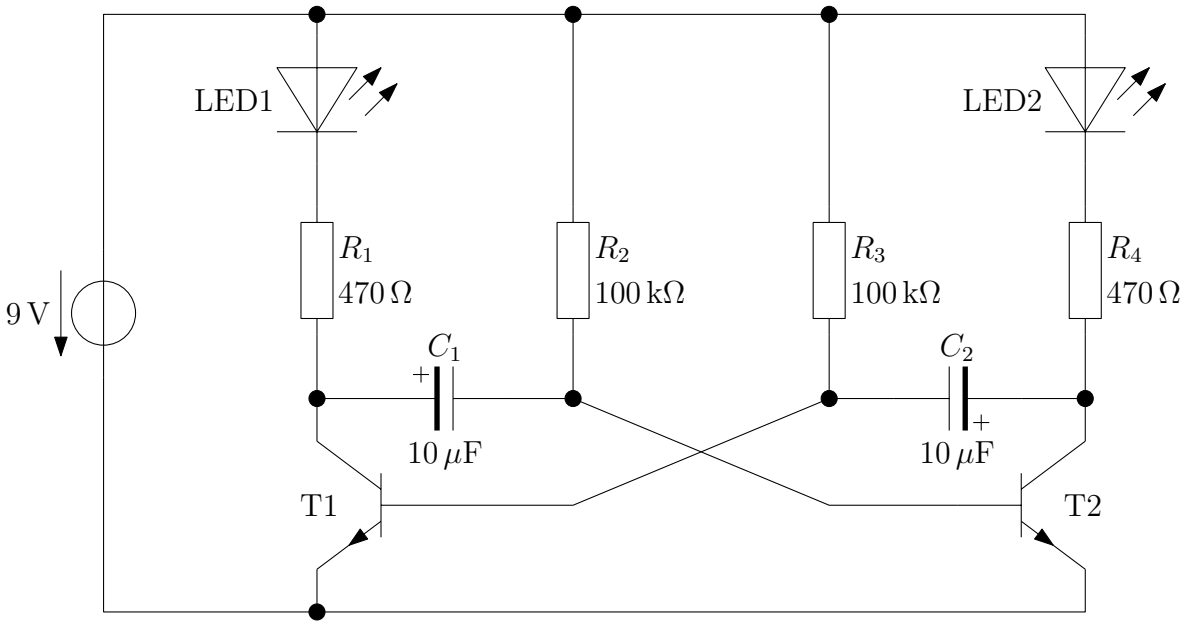

Abbildung 2.25: Experiment – Astabile Kippstufe
**Versuchaufbau und -durchführung** Bauen Sie die Schaltung nach Abb. 2.25 auf. Achten Sie auf die richtige Polung der Elektrolytkondensatoren! Beobachten Sie die LEDs. Ändern Sie die Werte der Bauteile $R_2$, $R_3$, $C_1$ und $C_2$.